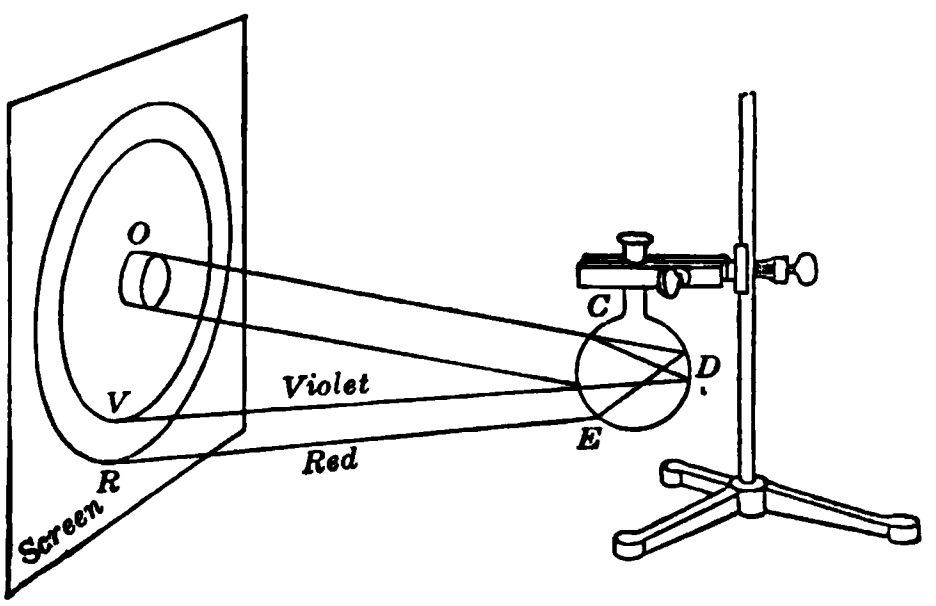

Fig. 561. Making a miniature rainbow.
3. The colors of the rainbow. Consult larger books in physics, such as *Kimball's* College Physics, for the explanation of the colors of the rainbow. Make a miniature rainbow on a screen by holding a glass bulb (about 1½ or 2 inches in diameter) filled with water in the path of a beam of sunlight (or of an arc light) in a darkened room (Fig. 561). Explain the colors.